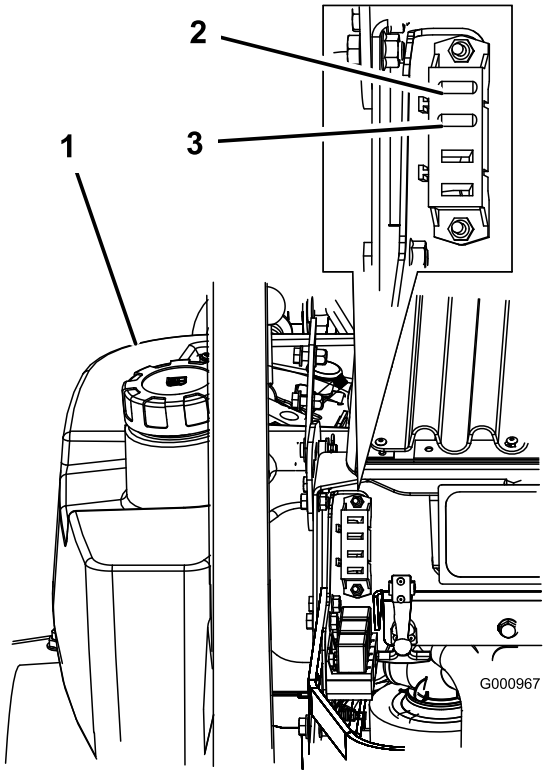

**Figuur 41**
1. Maak de motorkap open om toegang te krijgen tot de zekeringhouder (Figuur 41).
3. Monteer een nieuwe zekering (Figuur 41).